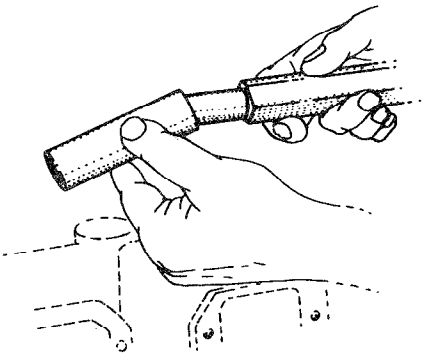

Fig. 13 — Installing Tool J-21374
b. Install tool J-21374, or equivalent, into the sleeve (see fig. 13).